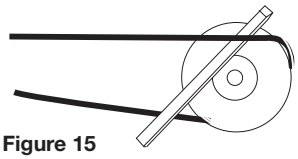

Figure 15
4. Always loosen tension enough to install belts without stretching. Do not force belt(s) *see* Figure 15. Forcing belts will break the cords and cause belt failure.